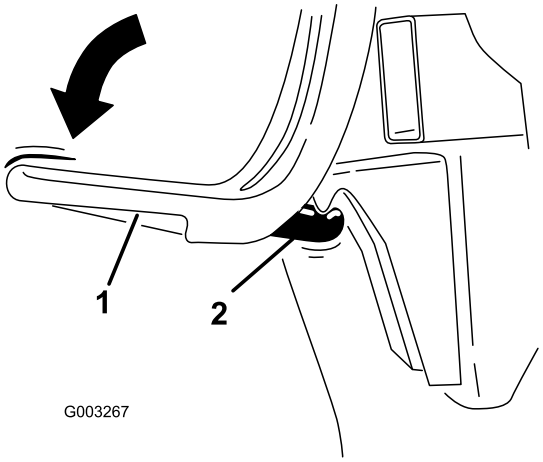

Figur 12
8. Placer opsamlerlåsen under låsekrogen (Figur 12).
9. Tryk ned på opsamlerlåsen, indtil den låser på plads (Figur 12).